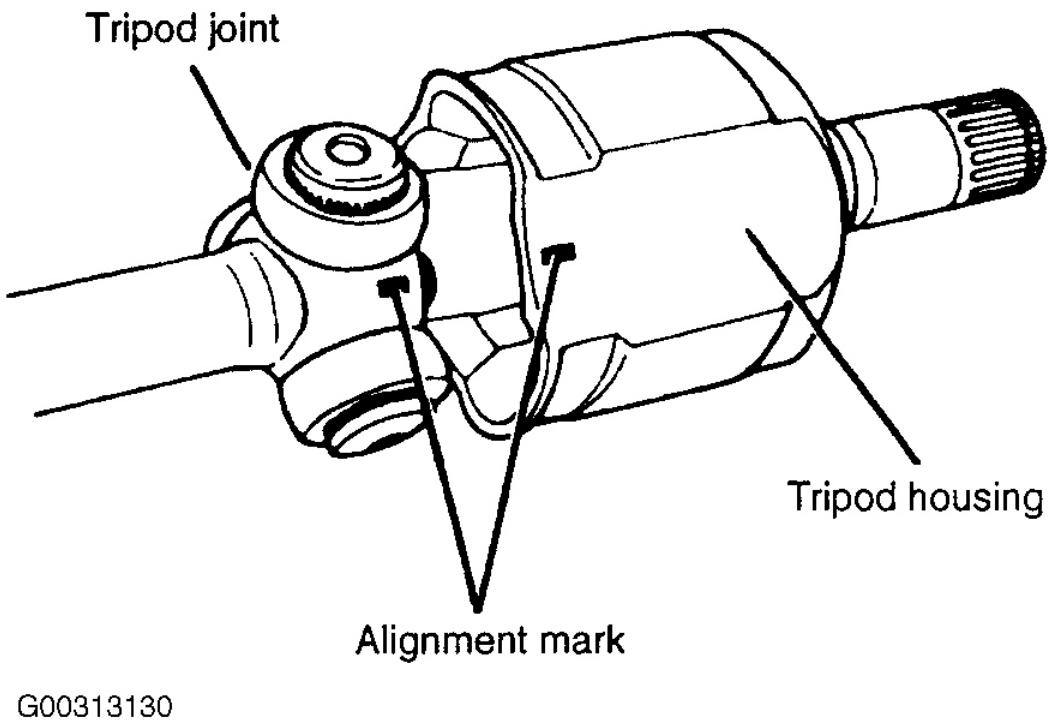

Fig. 14: Marcado trípode conjunta y vivienda
4. Instalación de marcas de alineación a la articulación del trípode y la vivienda trípode. Ver **La Fig. 14** . _____